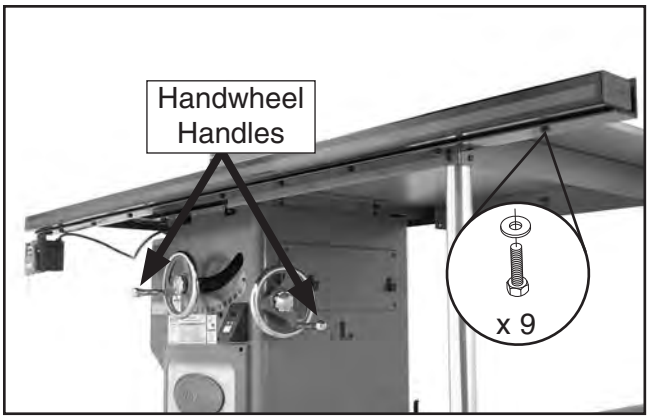

Figure 24. Fence tube mounted to front fence rail.
19. Place the 91½" fence tube over the 91½" front rail and secure with nine M8-1.25 x 12 hex bolts with 8mm flat washers, as shown in **Figure 24**.
20. Install the handwheel handles, as shown in **Figure 24.**